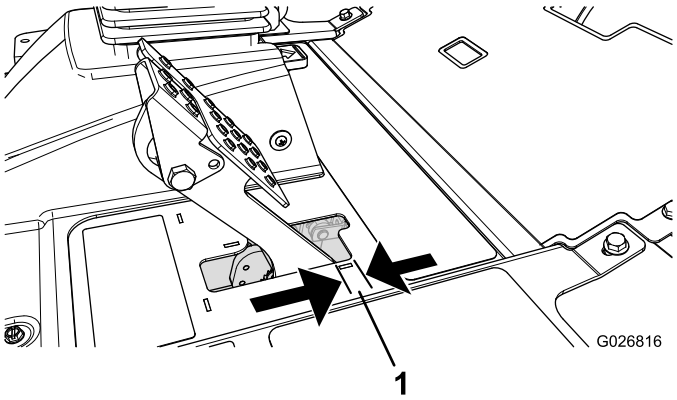

**Figuur 64**
Stel de remmen af als de rempedaal meer dan 25 mm speling heeft (Figuur 64), of als er meer remkracht nodig is. Met speling wordt de afstand bedoeld die het rempedaal wordt ingetrapt voordat er remweerstand wordt gevoeld.
2. Draai de achterste moer vast om de kabel naar achteren te halen totdat de rempedalen 6 tot 13 mm speling hebben (Figuur 64) voordat het wiel blokkeert.